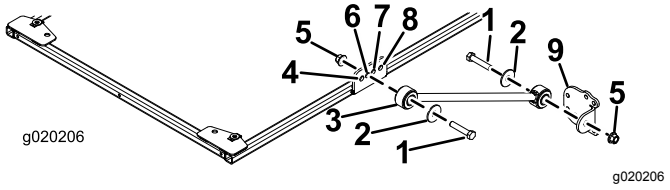

Figur 27
3. På hver side af solskærmens ramme skal du løst fastgøre en afstiver i det andet hul i afstiverbeslaget med en bolt (1/2 x 2-1/2 tommer), en spændeskive (1/2 tomme) og en flangemøtrik (1/2 tomme) som vist i Figur 27.
4. Fastgør løst et afstiversbeslag på hver afstiver med en bolt (1/2 x 2-1/2 tommer), en spændeskive (1/2 tomme) og en flangemøtrik (1/2 tomme) som vist i Figur 27.